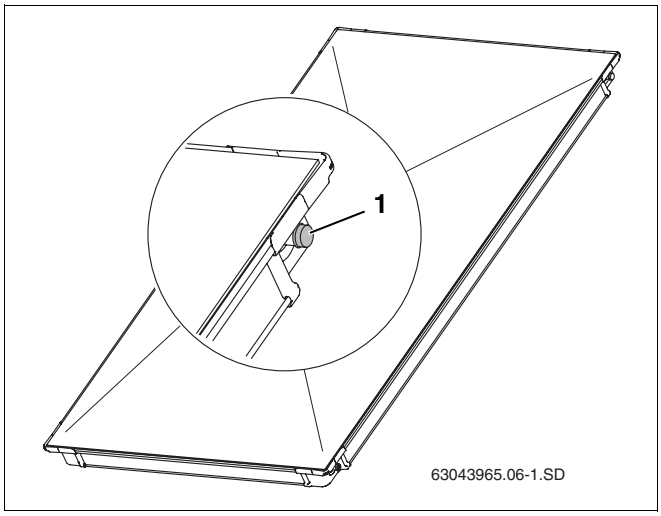

Rys. 5 Plastikowe kapturki na przyłączach kolektorów
- Plastikowe kapturki (rys. 5, **poz. 1**) należy zdjąć bezpośrednio przed montażem.